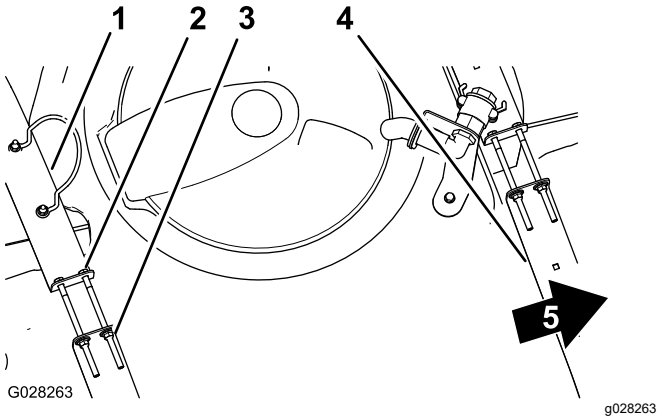

Figur 31
2. Kontrollera om det finns något spel mellan tankremmarna och tanken (Figur 31).
3. Om tankremmarna sitter löst mot tanken drar du åt flänslåsmuttrarna och skruvarna upptill på remmarna tills remmarna sitter tätt mot tanken (Figur 31).